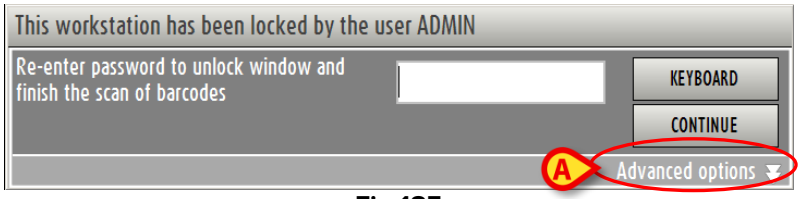

Fig 185
- Click “Advanced options” on the password window (Fig 185).